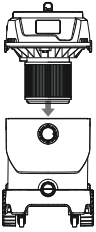

рис. 2
4. Наденьте верхнюю крышку (1) на основной корпус пылесоса и закрепите защелками (2) до щелчка (рис. 2).